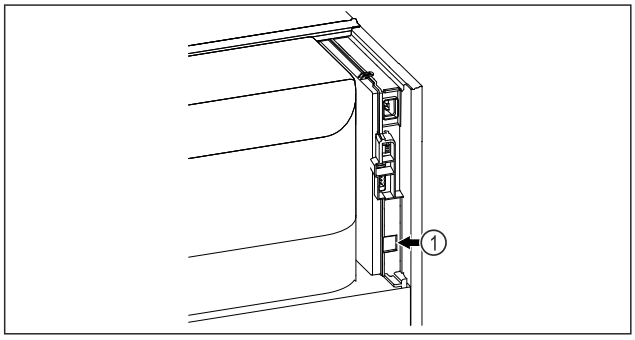

Fig. 135
❑ SmartModule *Fig. 135 (1)* este instalat.